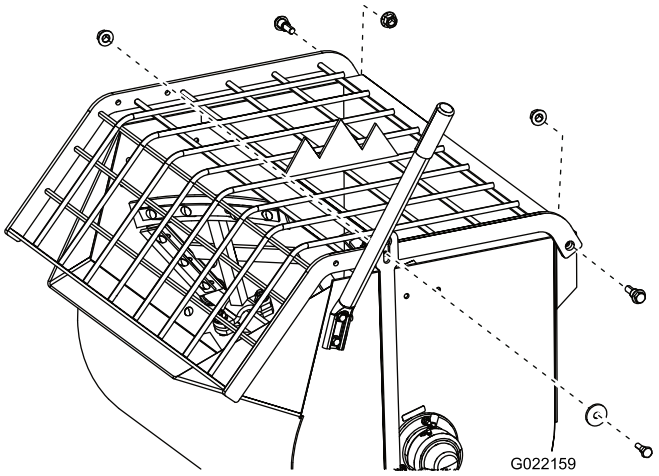
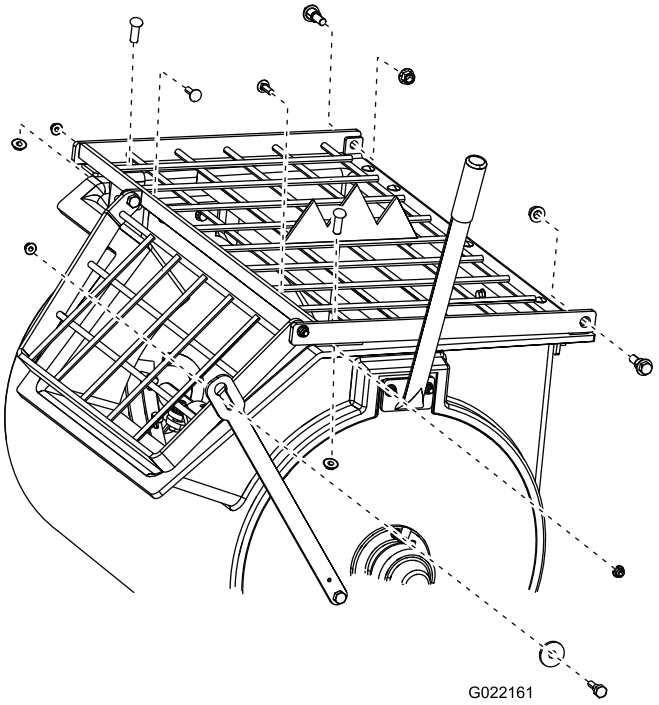
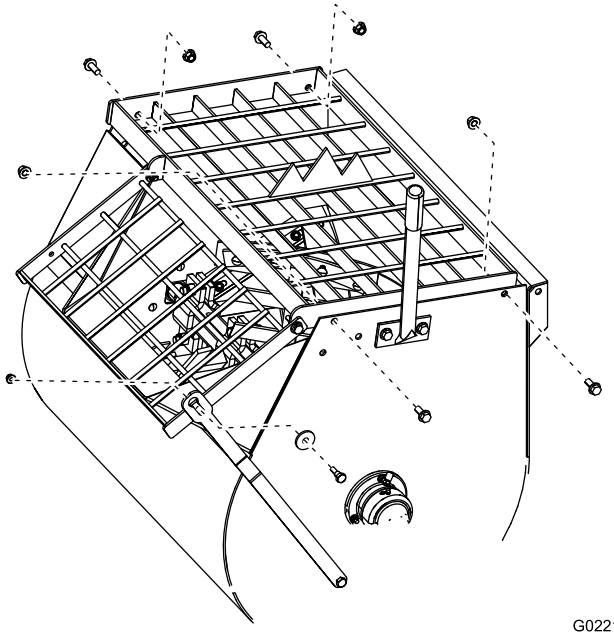

Figura 39
Figura 40
Figura 41
3. Retire las tuercas y los pernos que sujetan la rejilla al tambor, y retire la rejilla (Figura 39, Figura 40 o Figura 41).